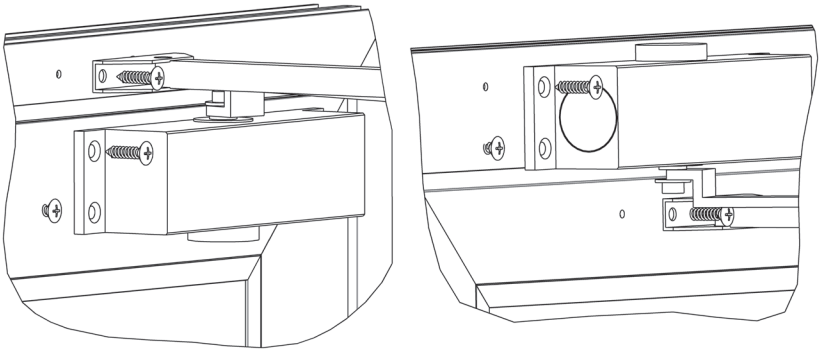

**Рисунок 22**
**9.2.** Установка доводчика (рисунок 22) производится в следующей последовательности: